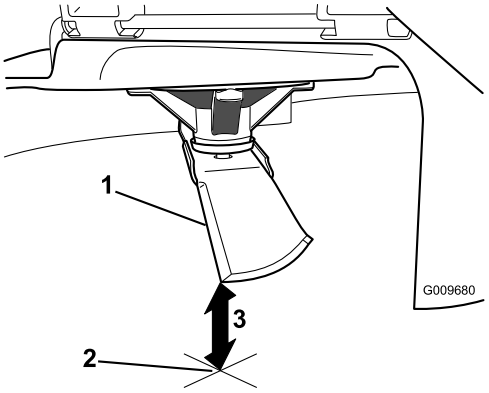

**Figur 50**
3. Mål fra knivtuppen til den flate overflaten (Figur 50).